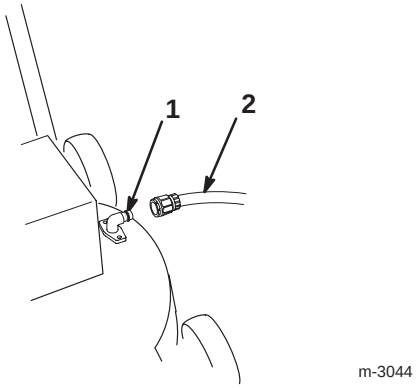

Figur 17
4. Fäst kopplingen vid gräsklipparens tvättkoppling (figur 17).